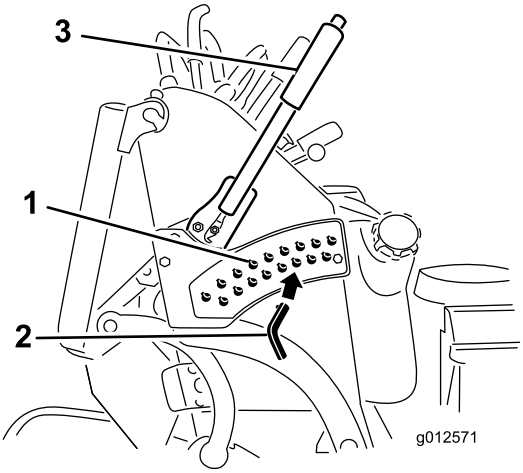

Figur 28
3. Sätt i sprinten i det hål i klipphöjdsfästet som motsvarar den önskade klipphöjden (Figur 28).
4. Tryck på knappen högst upp och sänk klipphöjden till sprinten (Figur 28).